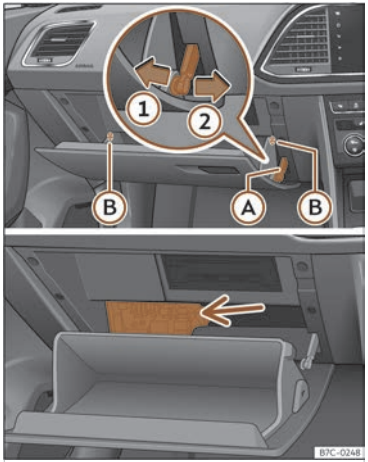

Fig. 195 Vehículos con el volante a la derecha: tapa de la caja de fusibles del tablero de instrumentos, en el lado del acompañante.
- Desmonte el freno de apertura ››› **fig. 195** Ⓐ en dos pasos: primero desbloquee el freno tirando de él hacia atrás (flecha ①) y después desplácelo ligeramente hacia la derecha (flecha ②). Desmonte la guía cuando la tapa esté en apertura normal (30°).